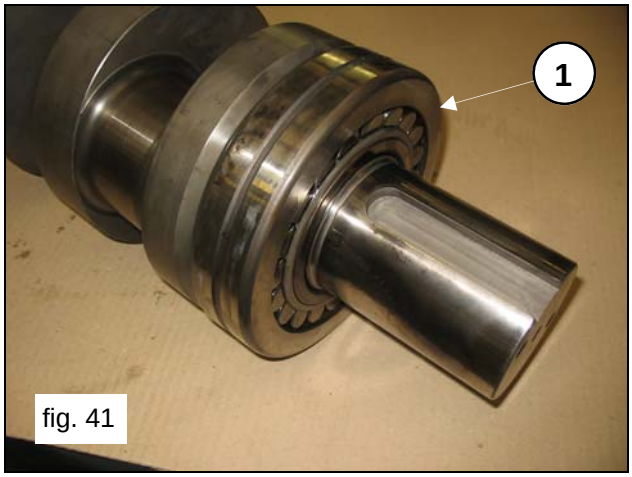
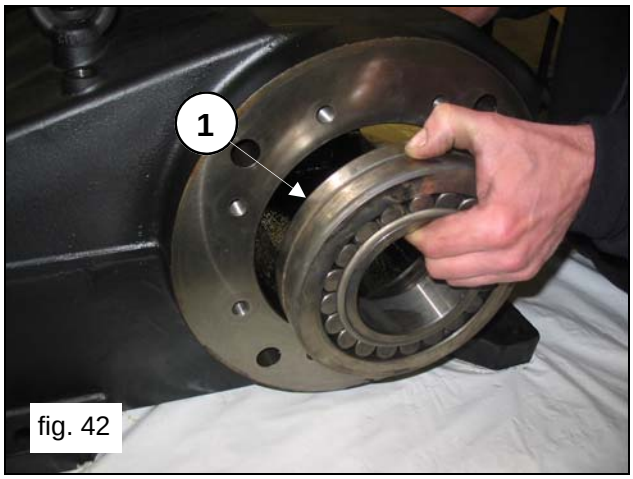

fig. 41
fig. 42
Pre-assemble the bearing, PTO side, on the shaft (pos.①, fig.41) and assemble the bearing on the opposite side on the crankcase (pos.①, fig.42).
The bearing in fig.42 has a tapered internal ring. Verify that the taper goes from the outside towards the inside in order to allow the subsequent insertion of the sleeve.